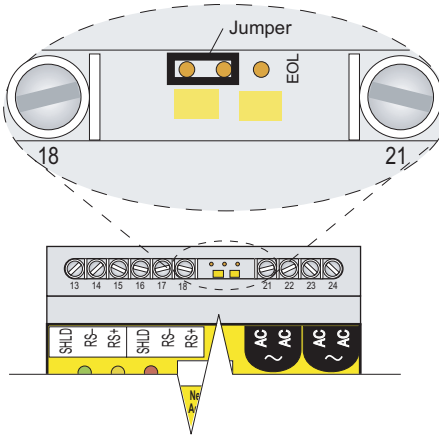

Abbildung 5b. Position des Endsteckers an allen anderen TTSIM
- Stecken Sie die Steckbrücke bei allen anderen TTSIM-Modulen gemäß Abbildung 5b.